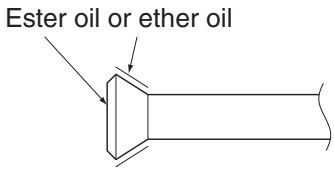

**Fig. 16**
- When connecting the flare nut, coat the flare part (both inside and outside) with ester oil or ether oil, rotate three or four times first, then screw in. **(Refer to fig. 16)**